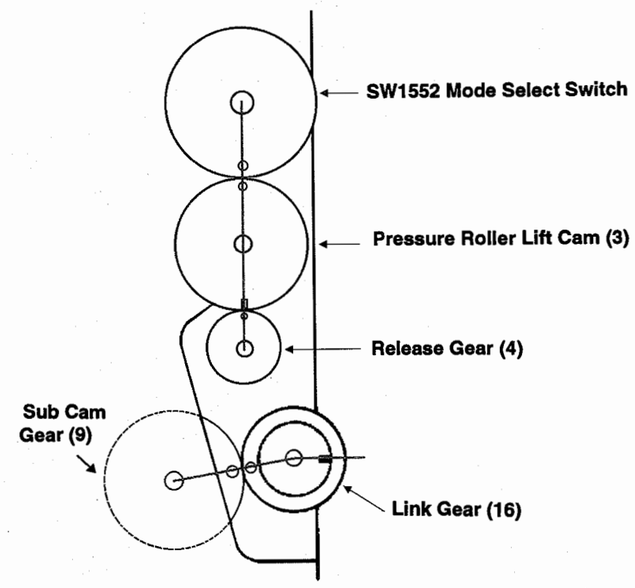

Figure 6
13. Install the link gear (16), from the top side, so that indentation on the link gear lines up with small hole on sub cam gear, as shown in figure 6.